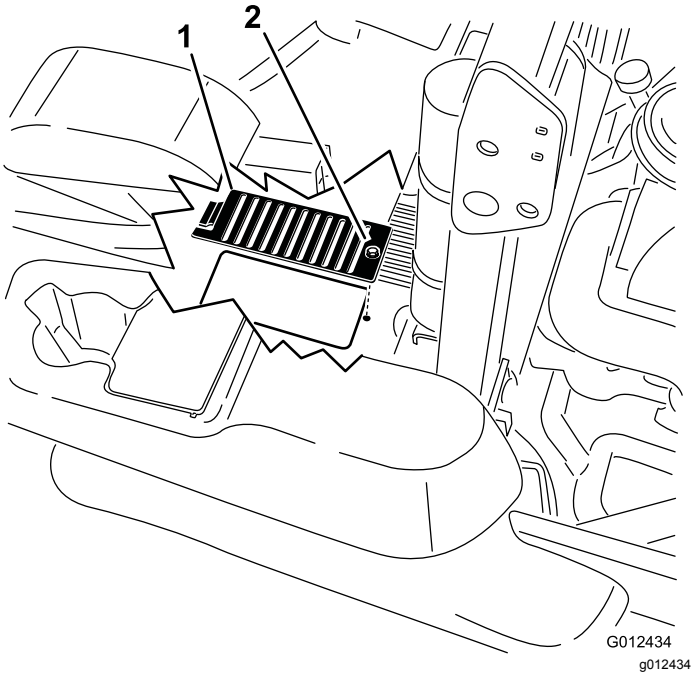

Figur 69
6. Ta bort skyddet och dess skruv ovanför varje oljesticka. Rengör runt varje oljesticka och hydraulenhet (Figur 69).